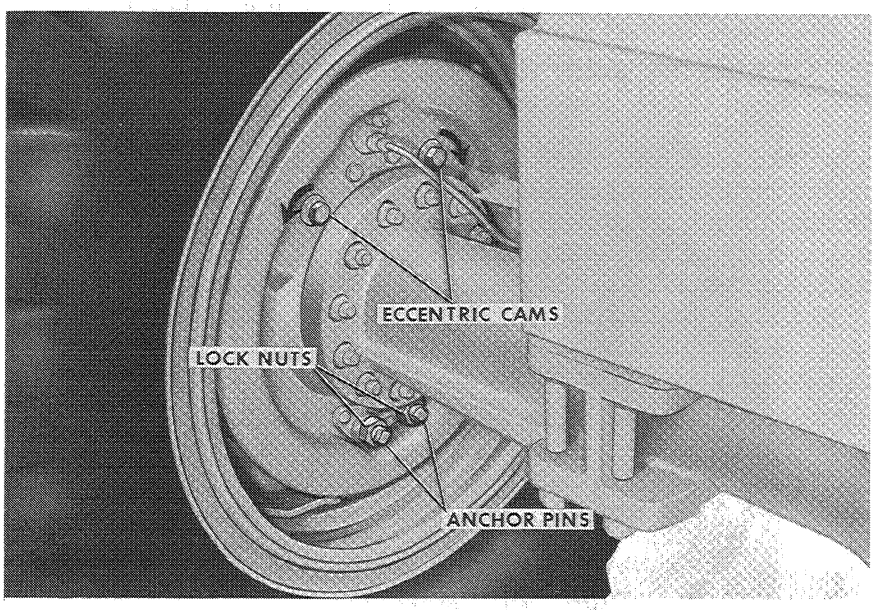

Figure W-44
1. With the wheel raised clear of the floor, move the excentric cam as shown in Figure W-44, to bring the brake lining into slight contact with the drum while rotating the wheel. A slight drag will be felt as the brake shoe contacts the drum.